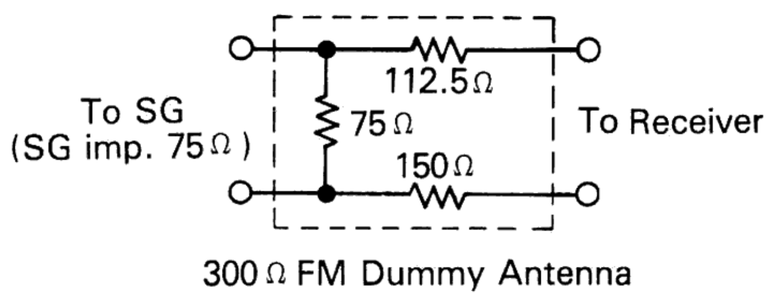

Fig. 2
7. 300 Ω FM Dummy antenna ..... Refer to fig. 2.